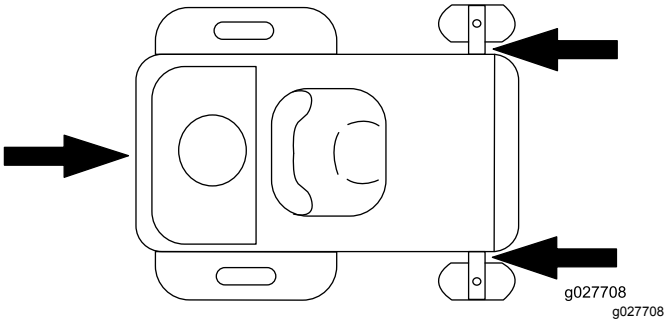

Rysunek 40
6. Unieruchom maszynę w pobliżu przednich kółek samonastawnych oraz tylnego zderzaka stosując pasy, łańcuchy, przewody lub liny (Rysunek 40). Przestrzegaj lokalnych wymagań dotyczących mocowań.